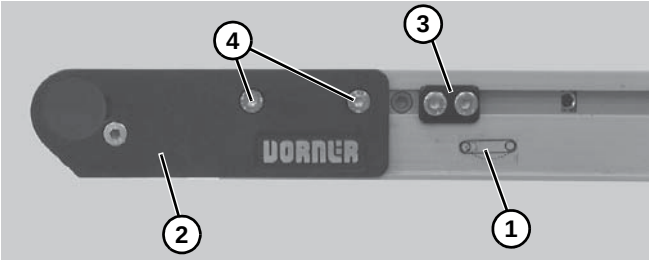

Figure 20
7. On tension end of the conveyor, identified with a label **(Figure 20, item 1)**, push in head plate assembly **(Figure 20, item 2)**: On both sides of conveyor, loosen and move cam tracking assemblies **(Figure 20, item 3)** (if equipped) away from head plates, then loosen fastening screws **(Figure 20, item 4)** and push head plate assembly inward.